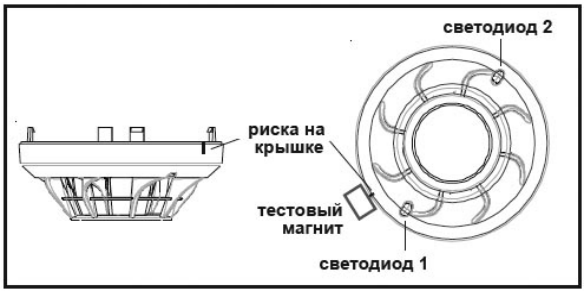

Рис. 2: Тестирование магнитом
1. Поместите магнит (например, M02-24; в комплект поставки не входит) рядом с извещателем, как показано на рис. 2, на расстоянии примерно 2 см от светодиода 1. В этом месте на верхней стороне крышки извещателя имеется 2-х миллиметровая риска.